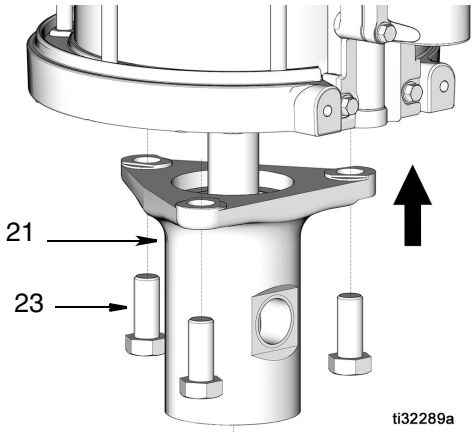

Рис. 13
3. Установите основание насоса на (21) пневматический двигатель (1) с помощью 3 монтажных болтов (23). Затяните монтажные болты с усилием 60 футофунтов (81,35 Н•м) (Рис. 13).